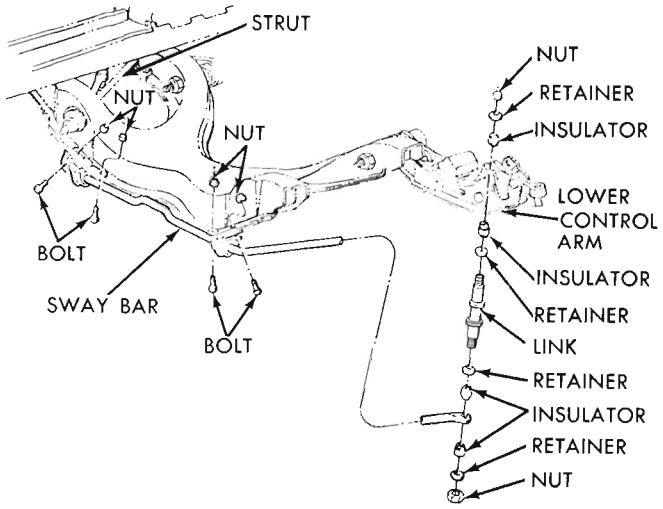
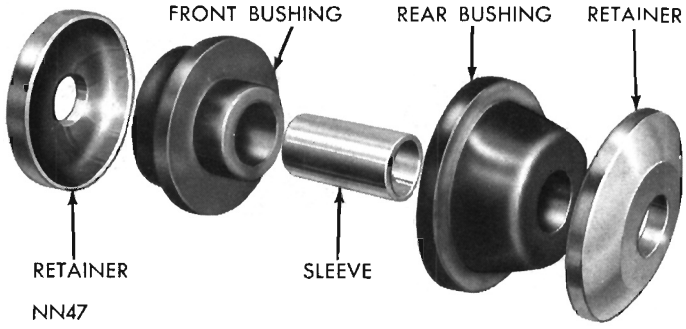

Fig. 11—Sway Bar Assembly (Satellite)
Fig. 17—Strut Crossmember Bushings (Satellite)
(7) Remove strut spring pin, front nut and bushing retainer (Fig. 11) from forward end of crossmember.
(8) Remove nut and washer from lower control arm shaft.
(9) Tap end of lower control arm shaft with a "soft end" hammer to aid in removal of shaft from crossmember.
(10) Remove lower control arm, shaft and strut as an assembly.
(11) Remove strut bushing from crossmember only if damaged. All models (except Valiant) use a two piece bushing and sleeve arrangement (Figs. 17 and 18).
(1) Remove lower control arm, shaft and strut as an assembly.
(2) Remove nut holding strut to lower control arm and remove strut from control arm.
(3) Inspect strut bushings (Figs. 17 and 18). If bushings are worn or deteriorated, install new bushings.